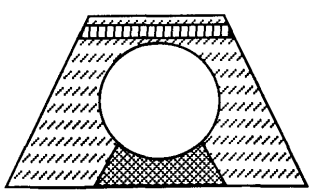

Рис.3
3. Устойчивость мембраны над щелыгой свода гофрированной арки (трубы) для равномерного распределения нагрузки от насыпи и для усиления несущей способности армированной грунтовой обоймы (рис.3);